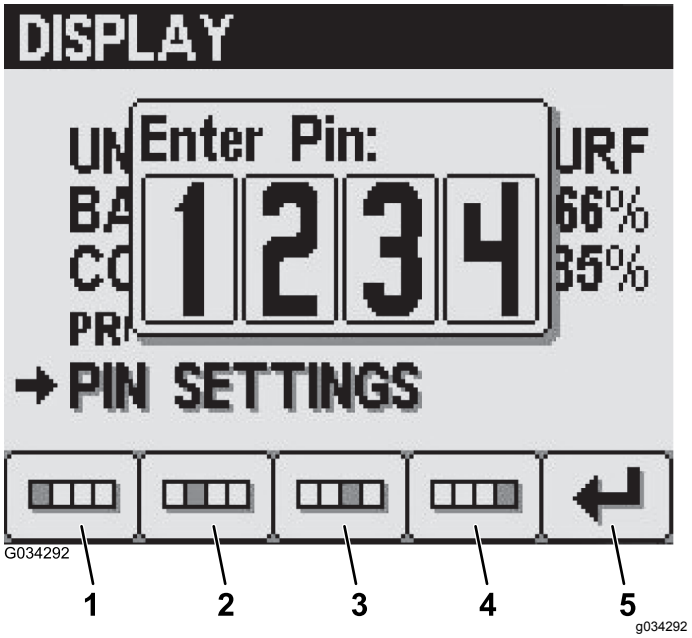

Figur 32
2. Indtast din firecifrede pinkode vha. knapperne et til fire, og tryk på knap fem for at indføre pinkoden i infocenteret (Figur 32).
4. På skærmen Indtast gammel pinkode skal du indtaste din gamle pinkode vha. knapperne et til fire og trykke på knap fem for at indføre pinkoden i infocenteret (Figur 32).